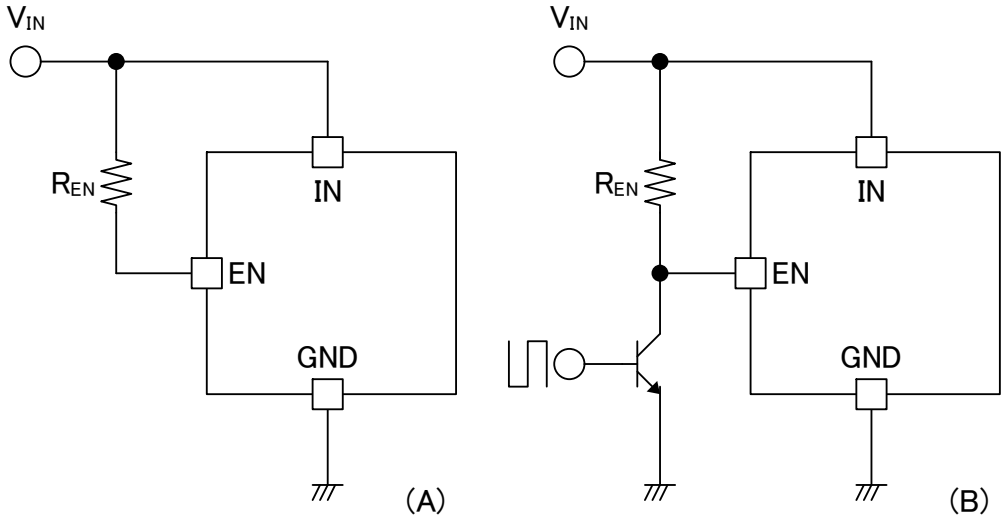

Fig. 7-2 Remote ON/OFF operation by EN terminal
The Fig7-2(B) is the option of the "Remote ON/OFF control" by using the EN terminal. By using switch such as Open-collector and, by removing the EN terminal voltage V_{EN} to GND level (Low), it is possible to turn OFF. In case of without ON / OFF operation by external signal, please use the Fig7-2 (A) connection. It is started by the applying of the V_{IN}, and it is stopped by shut-off of the V_{IN}. R_{EN1} is recommended 100[kΩ].